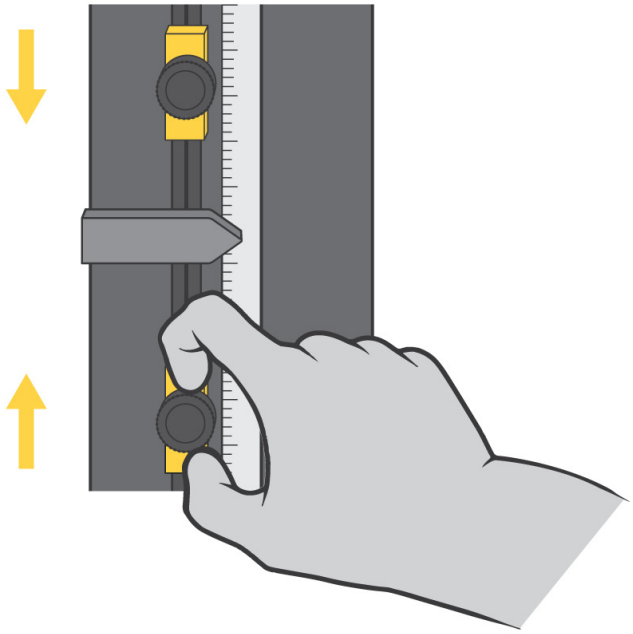

*图 18. 设置限位挡块*
横梁限位挡块是安装在机器立柱内部的限位开关杆上的两个可调块，如第 90 页图 18 中所示。限位挡块（1 和 2）上有可用手拧紧或拧松的指旋螺丝，该螺丝可以在行程限位杆上随意移动。将这些挡块定位在刚好超过试验参数的位置处，以避免横梁行程过长。如果横梁运动到最大的预设行程时，限位开关作动缸 (3) 就会触碰到其中一个挡块。限位作动缸和限位挡块之间的接触可以移动限位开关杆 (4)，并且激活限位开关。这进而将停止横梁的运动。